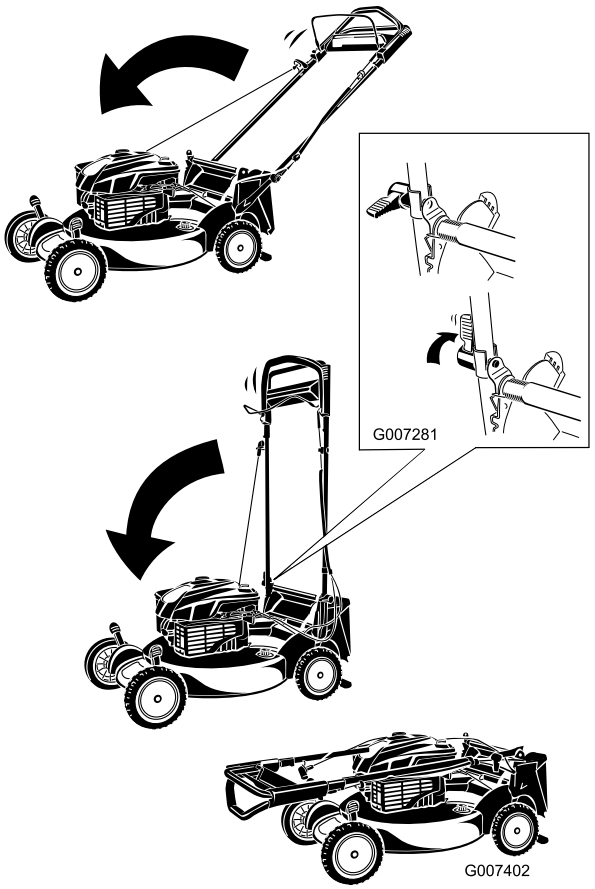

Figur 42
1. Drej håndtaget fremad (Figur 42).